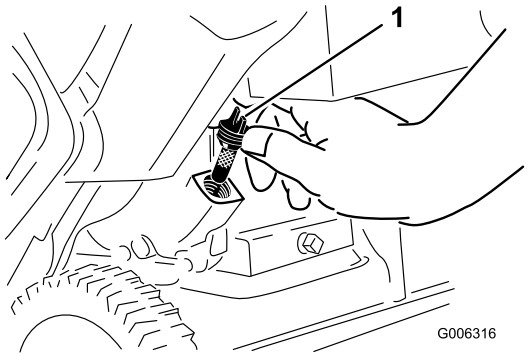

Figur 10
2. Rengör runt oljepåfyllningslocket (Figur 10).